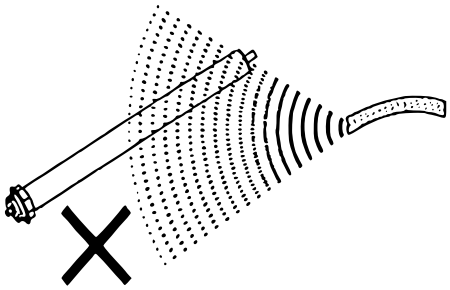

Abb. 1
- Reinigen Sie den Motor nicht mit Wasser und setzen Sie ihn keiner hohen Feuchtigkeit aus (Abb. 1).